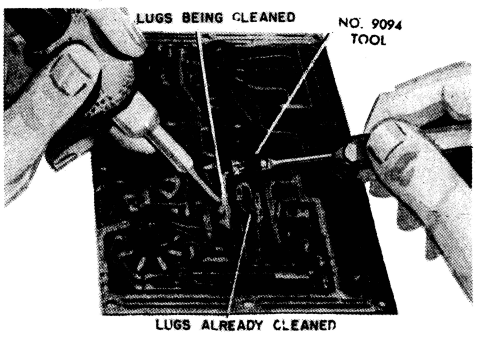

FIGURE 6. Removing Defective Can Mounted Transformer.
1. Apply the soldering iron to one of the connecting lugs. ***See Figure 6.***